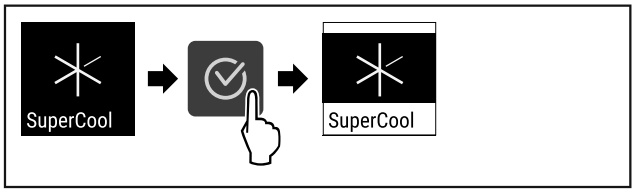

Fig. 73
▶ Ejecutar los pasos (consulte Fig. 73) .